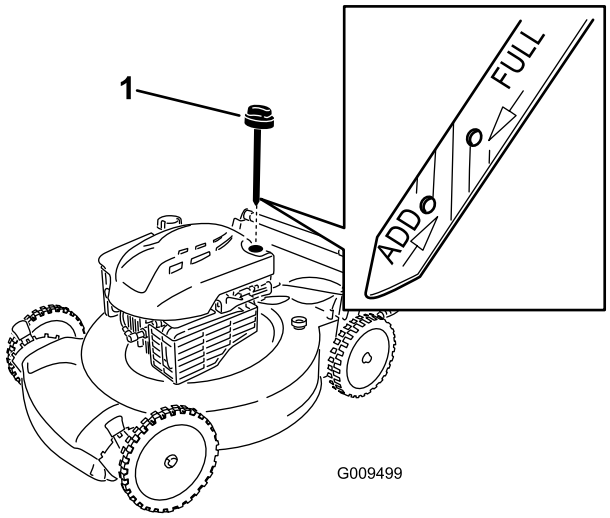

Figure 5
1. Retirez la jauge (Figure 5).
2. Versez de l'huile **lentement** dans le goulot de remplissage pour faire monter le niveau de liquide jusqu'au repère du **plein** (Full) sur la jauge (Figure 5). Attendez 3 minutes après avoir fait l'appoint d'huile avant de contrôler le niveau d'huile avec la jauge. **Ne remplissez pas excessivement.** (Remplissage max. : 0,59 l (20 oz), type : huile détergente SAE 30 de classe de service API SF, SG, SH, SJ, SL ou supérieure.)